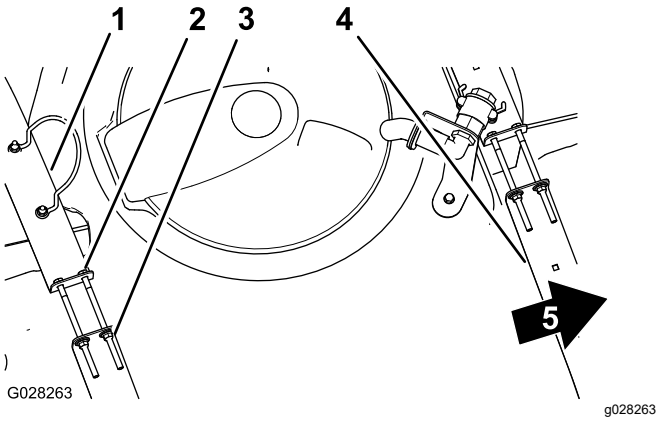

Figuur 21
2. Controleer of u de tankbanden op de tank kunt bewegen (Figuur 21).
3. Als de tankbanden te los om de tank heen zitten, draai dan de flensborgmoeren en de bouten bovenaan de banden aan tot de banden gelijk komen met het oppervlak van de tank (Figuur 21).